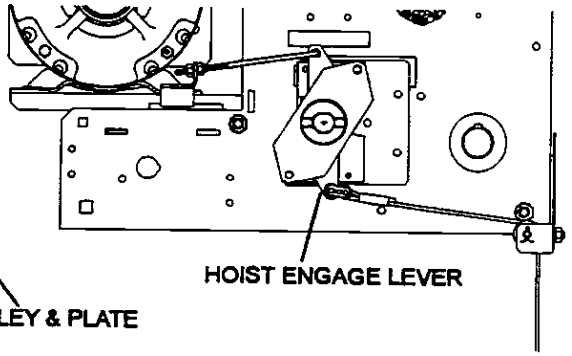

FIGURE 5B
- Attach looped end of cable in Engage lever hole using #41 roller chain connecting link. See Figure 5B.